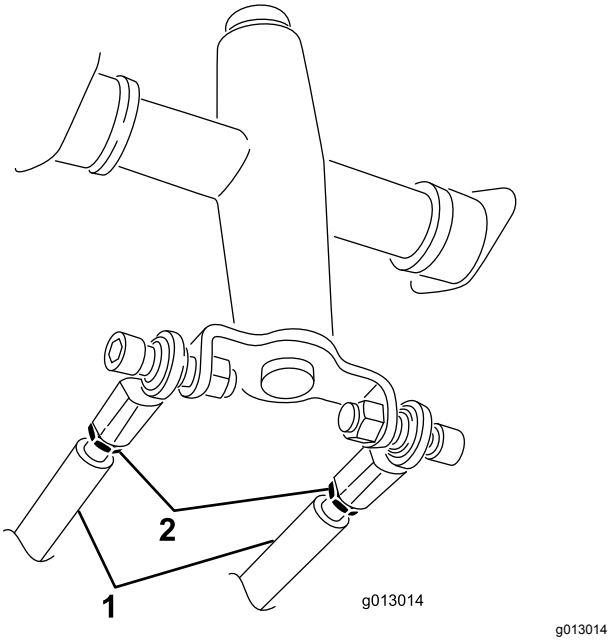

Figur 58
3. Lossa kontramuttrarna på drivstängerna, under reglagepanelen (Figur 58).